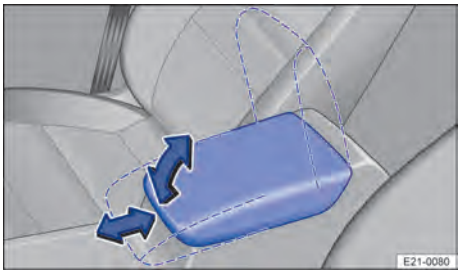

Fig. 86 Entre los asientos delanteros: reposabrazos central.
1. *Levantar:* Tire del reposabrazos hacia arriba, en el sentido de la flecha, encastre por encastre → Fig. 86.
3. *Ajustar longitudinalmente:* Desplace el reposabrazos hacia delante o atrás → Fig. 86.